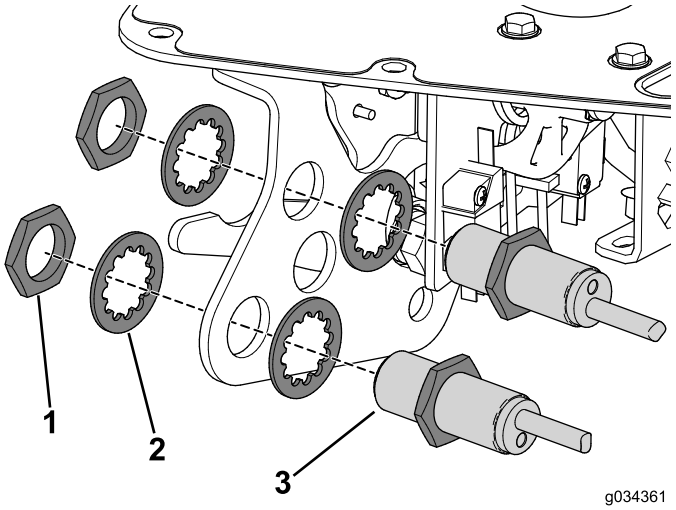

図 7
5. 近接センサーを機能レバーのブラケットに固定しているナットを外す図 7。